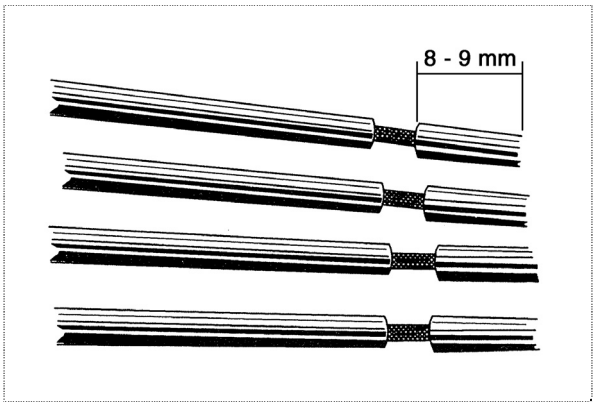

Рисунок 2-57: Провод со снятой изоляцией
- Снимите изоляцию на участке длиной 8-9 мм (см. Рисунок 2-57)